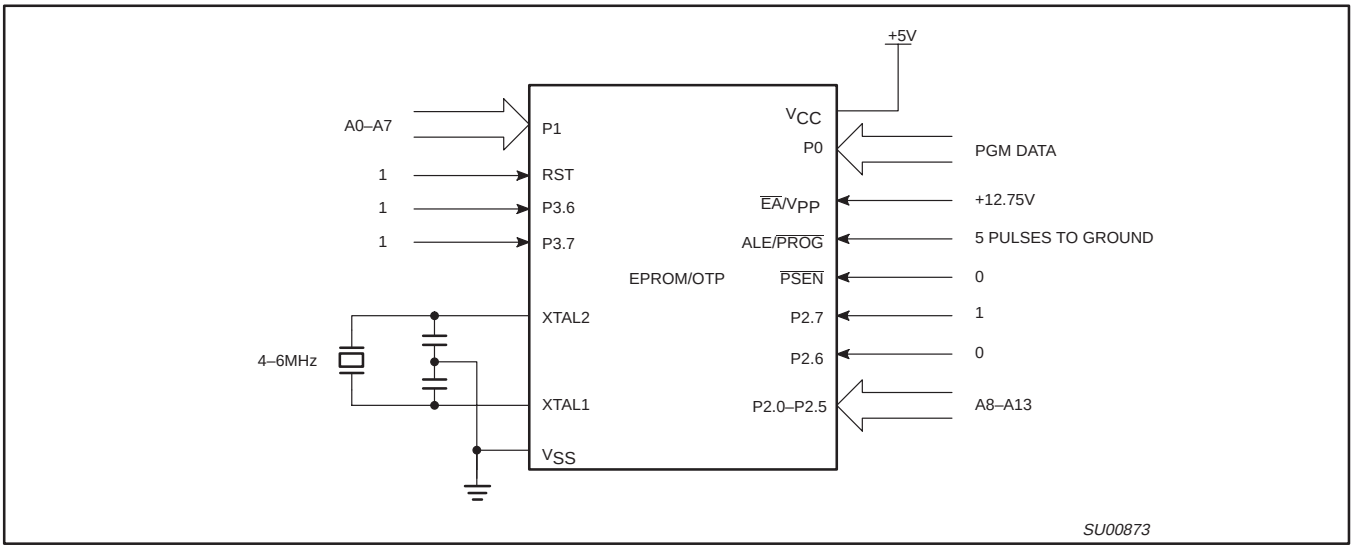
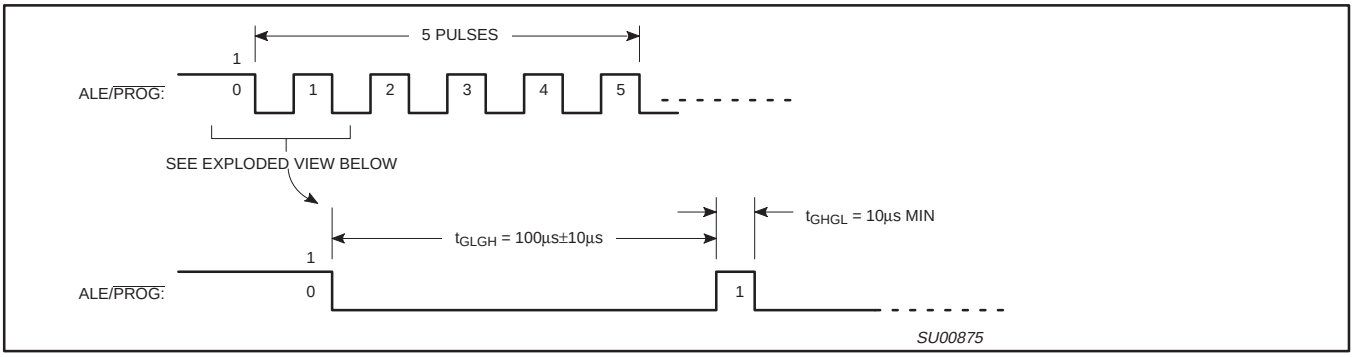
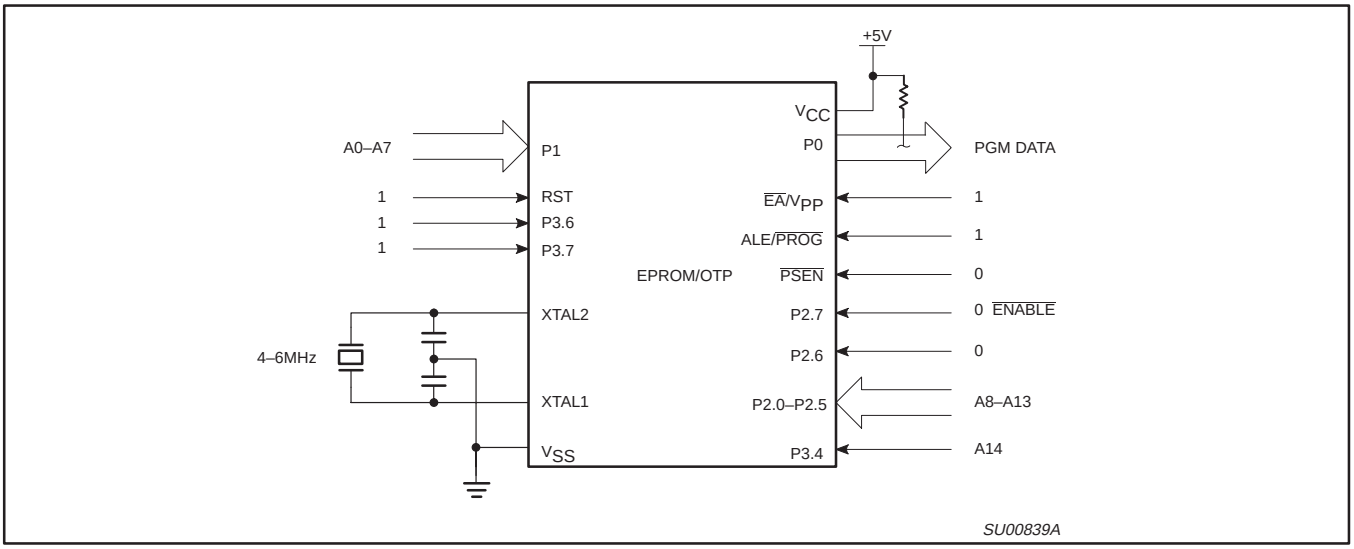

Figure 26. Programming Configuration
Figure 27. $\overline{\text{PROG}}$ Waveform
Figure 28. Program Verification
Table 8 shows the logic levels for reading the signature byte, and for programming the program memory, the encryption table, and the security bits. The circuit configuration and waveforms for quick-pulse programming are shown in Figures 26 and 27. Figure 28 shows the circuit configuration for normal program memory verification.
The setup for microcontroller quick-pulse programming is shown in Figure 26. Note that the device is running with a 4 to 6MHz oscillator. The reason the oscillator needs to be running is that the device is executing internal address and program data transfers.
The address of the EPROM location to be programmed is applied to ports 1 and 2, as shown in Figure 26. The code byte to be programmed into that location is applied to port 0. RST, $\overline{PSEN}$ and pins of ports 2 and 3 specified in Table 8 are held at the 'Program Code Data' levels indicated in Table 8. The ALE/$\overline{PROG}$ is pulsed low 5 times as shown in Figure 27.
If security bits 2 and 3 have not been programmed, the on-chip program memory can be read out for program verification. The address of the program memory locations to be read is applied to ports 1 and 2 as shown in Figure 28. The other pins are held at the 'Verify Code Data' levels indicated in Table 8. The contents of the address location will be emitted on port 0. External pull-ups are required on port 0 for this operation.
* FOR PROGRAMMING CONFIGURATION SEE FIGURE 26.
FOR VERIFICATION CONDITIONS SEE FIGURE 28.